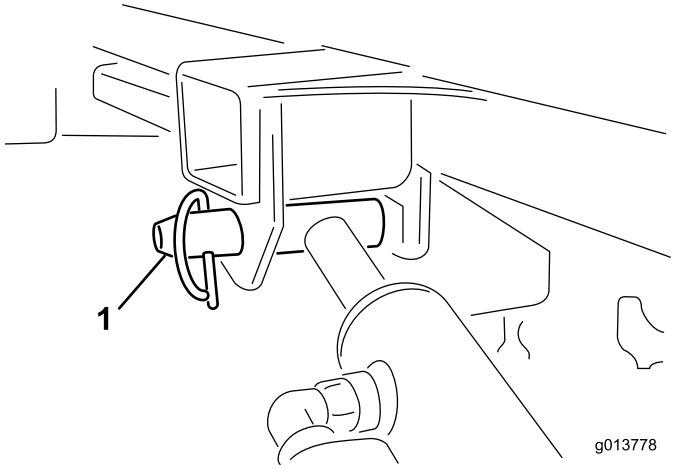

Figura 44
11. Com uma mão, segure o cilindro de elevação. Com a outra, remova o pino de bloqueio do cilindro de elevação (Figura 44).